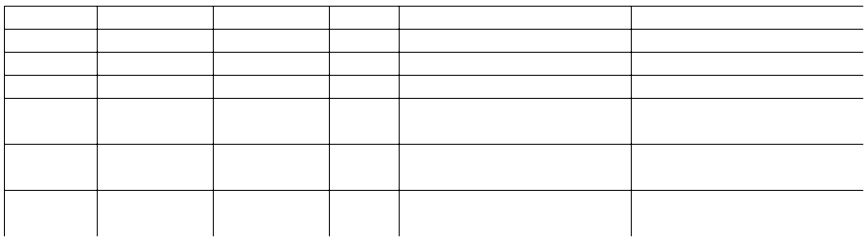
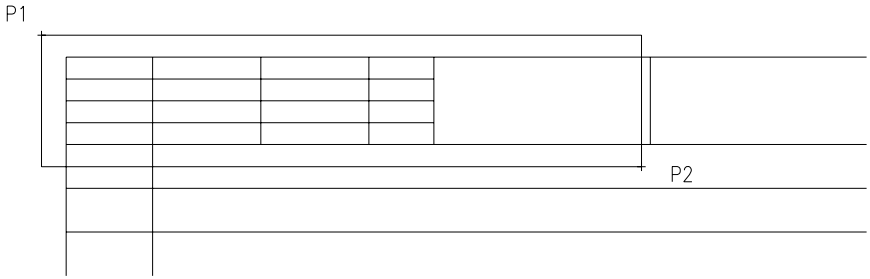

Fig. 5.21
Fig. 5.22
4. Trasarea celorlalte linii ce delimitează zonele dreptunghiulare ale indicatorului, în două etape. În prima etapă, cu ajutorul comenzii *OFFSET* trasăm toate liniile care alcătuiesc zonele respective (fig. 5.21), urmând ca în etapa a doua să ştergem acele capete de linii care depăşesc o anumită zonă (fig. 5.22).